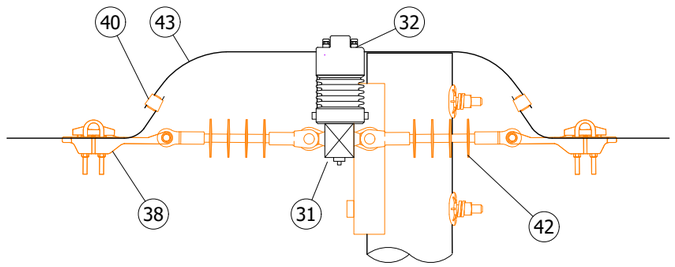

FIGURE 3
* SEE FIGURE 3 FOR ALTERNATE DEADEND ARRANGEMENT.